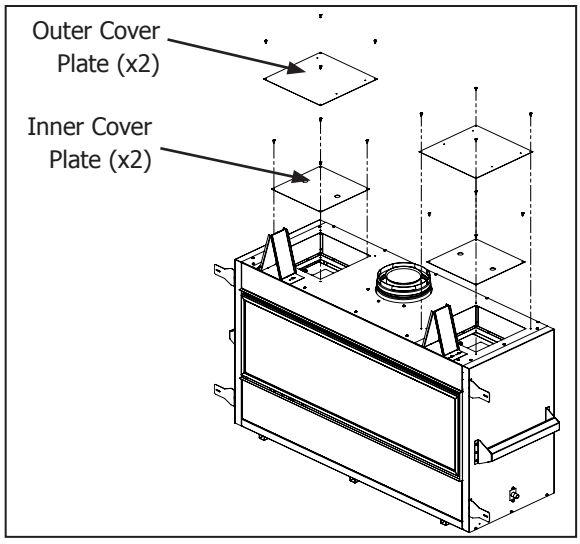

Figure 11. C44 - Cover Plate Removal
Step 1: Using a T20 screwdriver, remove the inner and outer cover plates from the C44 as shown (Figure 11). Each cover plate has four (4) mounting screws. Both sets of cover plates are no longer required and can be recycled. Retain eight (8) of the removed mounting screws to secure the duct collars.